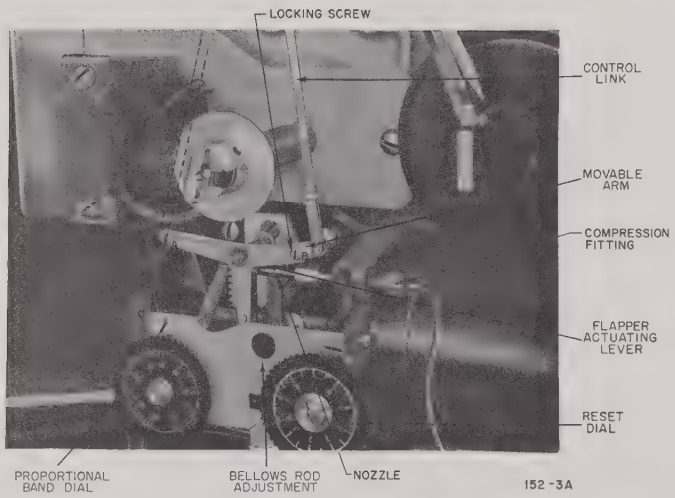

Figure 1. Full THROTTLOR Control Unit on Circular Chart Recorder
(2) If instrument is a circular chart recorder, remove the chart and chart plate.
(3) Examine lever system of THROTTLOR unit (fig. 1) for damaged parts, disconnected spring, etc. Make sure linkage from differential lever to flapper actuating lever is intact. Replace damaged parts.
(4) Refer to figure 1. Visually check flapper alignment. To facilitate checking, remove flapper actuating lever after removing cotter. If flapper is twisted or bent, replace it. If flapper does not appear to be at right angles to nozzle, loosen compression fitting and screw nozzle in or out until flapper is square with nozzle. Hold nozzle in position and tighten compression fitting.
(5) Hold flapper away from nozzle; controlled air pressure should drop to 1 psi or less. Seal nozzle port with finger; controlled air pressure should rise to 19 psi or higher. If not, recheck nozzle connections for leakage, if nozzle was adjusted in step (4).